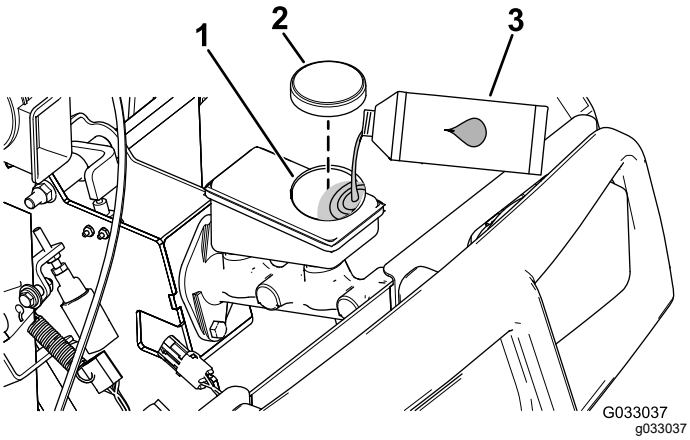

**Figura 68**
4. Eleve el capó para acceder al cilindro del freno principal y al depósito (Figura 68).
A. Limpie la zona alrededor del tapón del depósito y retire el tapón (Figura 68).
C. Coloque el tapón del depósito (Figura 68).